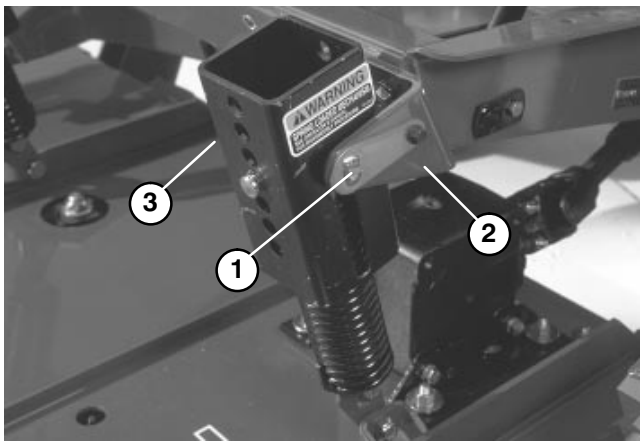

Figure 20
2. Disconnect counterbalance from traction unit, remove lock pins from brackets, separate spring tension assemblies from brackets and lay them down on the deck. Loosely secure lock pins to brackets to prevent losing them (Fig. 20).